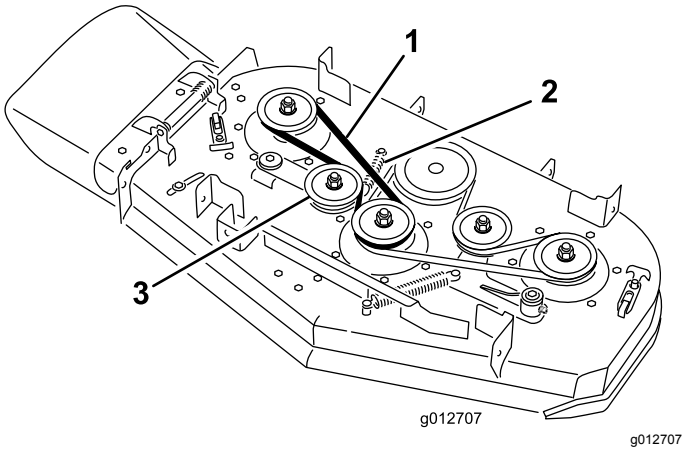

Figuur 64
5. Verwijder de drijfriem van het rechter maaidek (Figuur 64).
7. Plaats de eerder verwijderde of nieuwe drijfriem om de poelies van het rechter maaidek en de spanpoelie (Figuur 64).